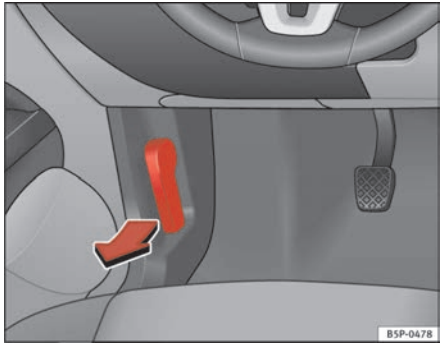

Fig. 155 Detail of foot-well area on driver's side: lever for unlocking the bonnet.
– To release the bonnet, pull the lever under the dashboard ⇒ fig. 155 in the direction indicated (arrow). The bonnet will be released by a spring action ⇒ ⚠.